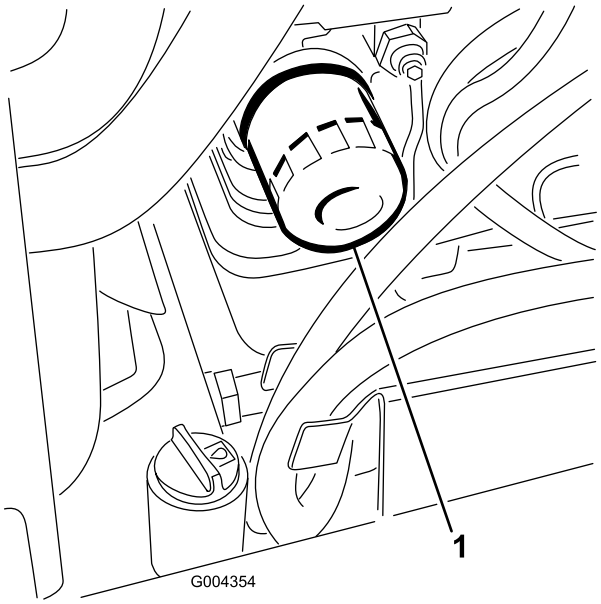

Figuur 44
3. Verwijder het oliefilter (Figuur 44).